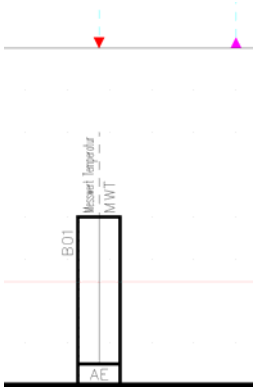

Bild 34.2 – I/O-Leiste für ein einzelnes Gerät
- Nachdem Sie bestätigt haben, wird der Block eingefügt (Abb. 34.2).